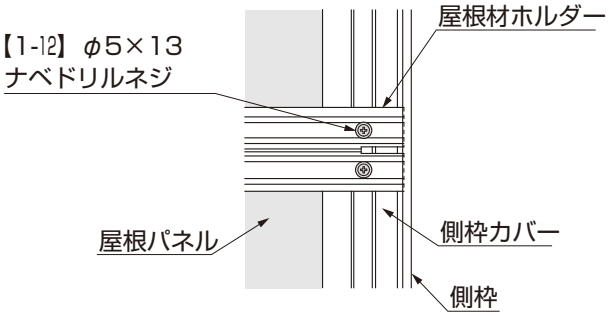

図6-2
- ●側枠カバー側のネジだけを固定して、反対側は次の屋根パネルとアーチカバーを取付けた後で固定してください。(図6-2参照)